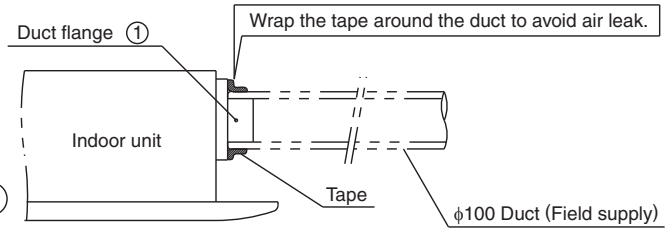

Fig. 4
② Installation procedures of duct <Nominal diameter of duct : ϕ100>
1. Connect the duct to the duct flange. (Flange fits inside the duct.) (Fig. 4)